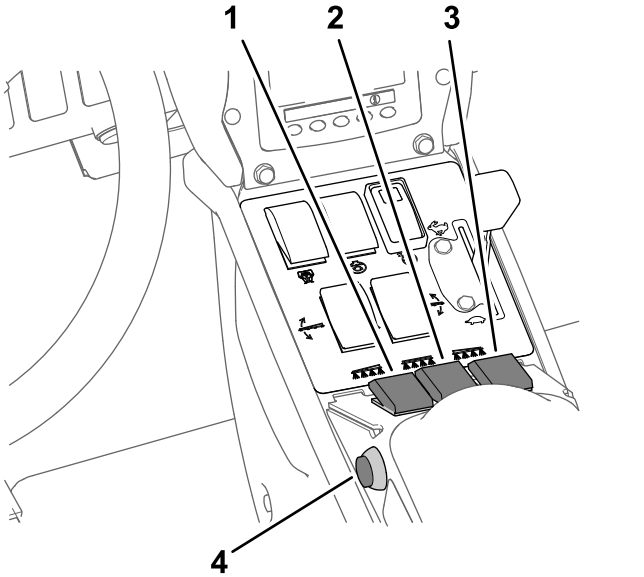

図 39
7. 個別ブームスイッチを ON にセットする図 39。
10. 走行を開始し、所定速度に達したらマスターブームスイッチを ON にすると散布が始まる図 39。
3. マスターブームスイッチを OFF にセットする図 39 散布率モードでの散布 (ページ 33)を参照。
7. 散布したいブームのスイッチを ON 位置にする図 39 散布率モードでの散布 (ページ 33)を参照。
9. 希望速度で走行し、マスターブームスイッチを ON にすると散布が始まる図 39 散布率モードでの散布 (ページ 33)を参照。